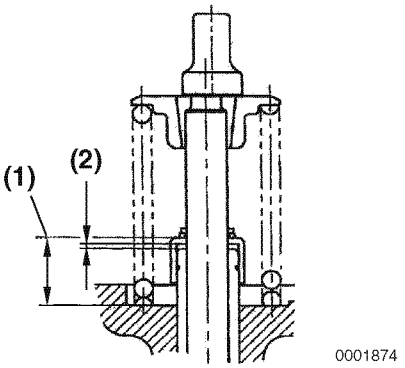

Figure 6-68
2. Measure the distance **(Figure 6-68, (1))** from the cylinder head to the valve stem seal to ensure proper clearance **(Figure 6-68, (2))** between the guide and seal. *See Intake / Exhaust Valve and Guide on page 6-7.*